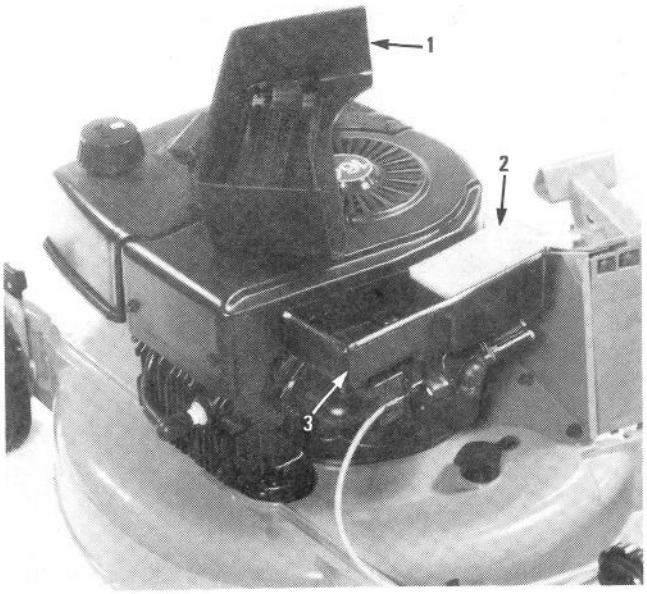

Figure 30
3. Look at bottom of air cleaner element (Fig.30). If it is dirty, the element must be cleaned.
Note: Take care not to allow dirt to enter air cleaner body (Fig. 30).
D. Place element into the air cleaner body (Fig. 30).